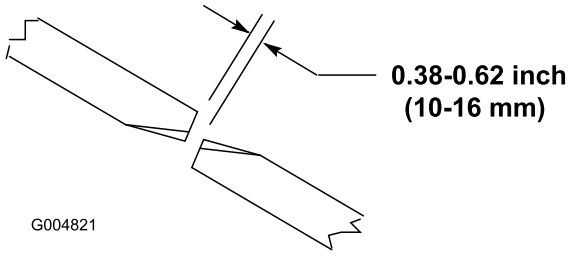

Figura 26
Para garantir o correcto funcionamento da unidade de corte, tem que haver uma folga de 10 a 16 mm entre as extremidades das lâminas das unidades de corte lateral e central (Figura 26).
2. Rode a lâmina central e a lateral adjacente de forma a que as suas extremidades fiquem alinhadas. Meça a distância entre as extremidades das lâminas. A distância deve ser de aproximadamente 10 a 16 mm (Figura 26).